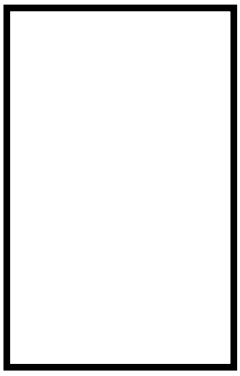
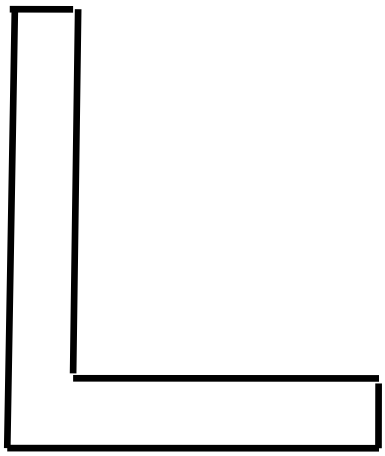

FIGUUR 5
FIGUUR 8
7.5 FIGUUR 5 tot FIGUUR 8 dui die vertikale deursnitte van deurloopbalke, kolom, I- en L-profiel aan. Reproduseer die profiele hier onder en dui die posisie van die neutrale as aan.